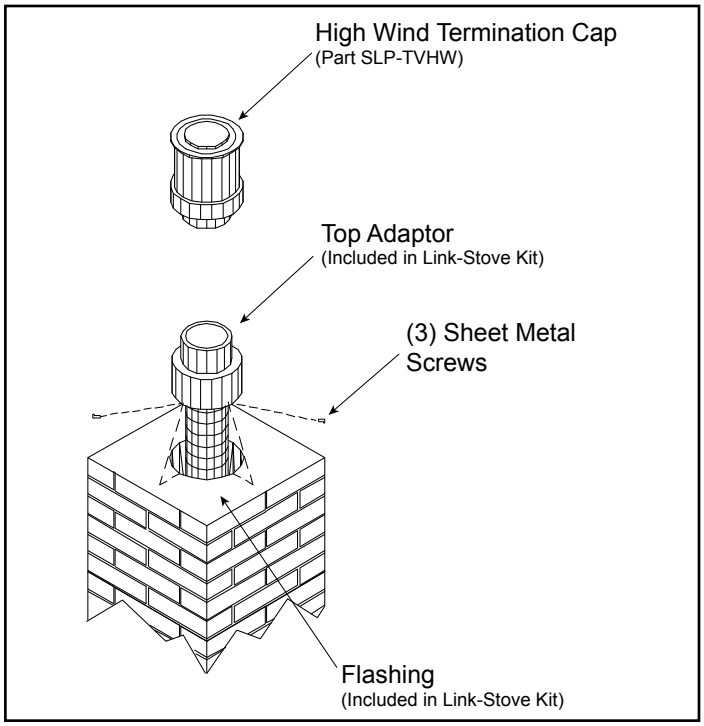

Figure 4.17
8. Secure the top adapter to the flashing. Use three sheet metal screws through the side of the top adapter into the flange on the flashing See Figure 4.17. Twist lock the high wind termination cap on to the top adapter.